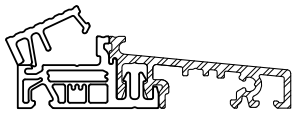

Abb.1
- Schwellenabdeckung entfernen Abb. 1 und beschneiden Abb. 2.